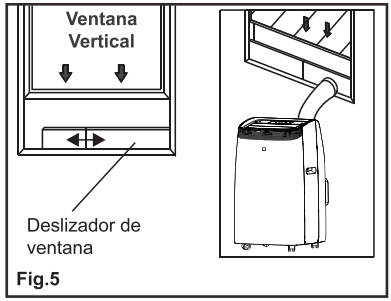
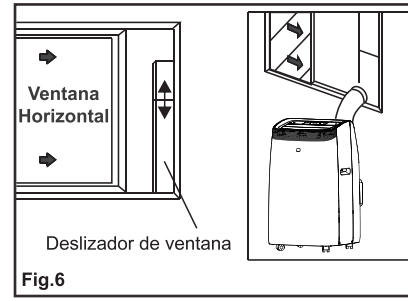

Fig.5
Fig.6
4. Coloque la salida de manguera en el kit de deslizador de ventana y séllela. (Fig.5 y Fig.6).